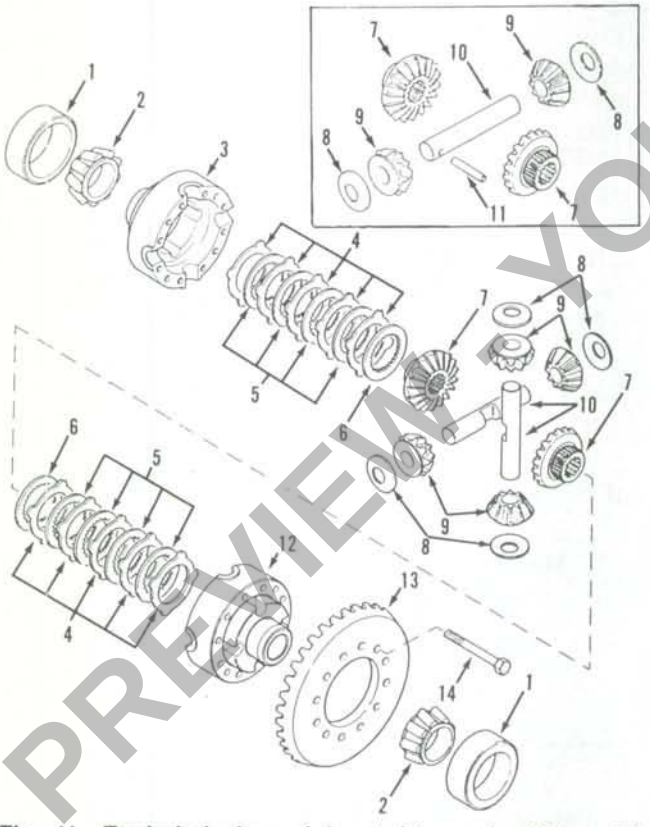

Fig. 11—Exploded view of front drive axle differential assembly. Two pinion differential (inset) is used on Model 5120.
Using Fig. 11 as a guide, reassemble ring gear and differential assembly. Soak all plates (4, 5 and 6) in clean SAE 85W-140 gear oil for 30 minutes prior to installing. Friction side of thrust plate (6) must face separator plate. Align match marks (applied during disassembly) on differential halves (3 and 12) and ring gear (13). Apply Loctite 270 to the cap screws (14), install and tighten cap screws to a torque of 78 N•m (57 ft.-lbs.). Heat bearing cones (2) to a temperature of 80-90° C (175-195° F), then install them on differential housing. Place bearing cups (1) on bearing cones (2) and install ring gear and differential assembly (5—Fig. 10) on pinion housing (11). Make sure bearing cups are seated and that ring gear is on drain plug side of housing. Install adjusting rings (4 and 6), bearing caps (3) and cap screws (1). Turn adjusting ring (4) until ring gear just touches pinion gear, then tighten adjusting ring (6) until ring becomes difficult to turn with special tool (CAS-1840B). Use a dial indicator against a ring gear tooth and check backlash between ring gear and pinion. Turn adjusting rings (4 and 6) equal amounts until 0.17-0.24 mm (0.007-0.009 in.) backlash is obtained. Check backlash at four equal positions around ring gear.